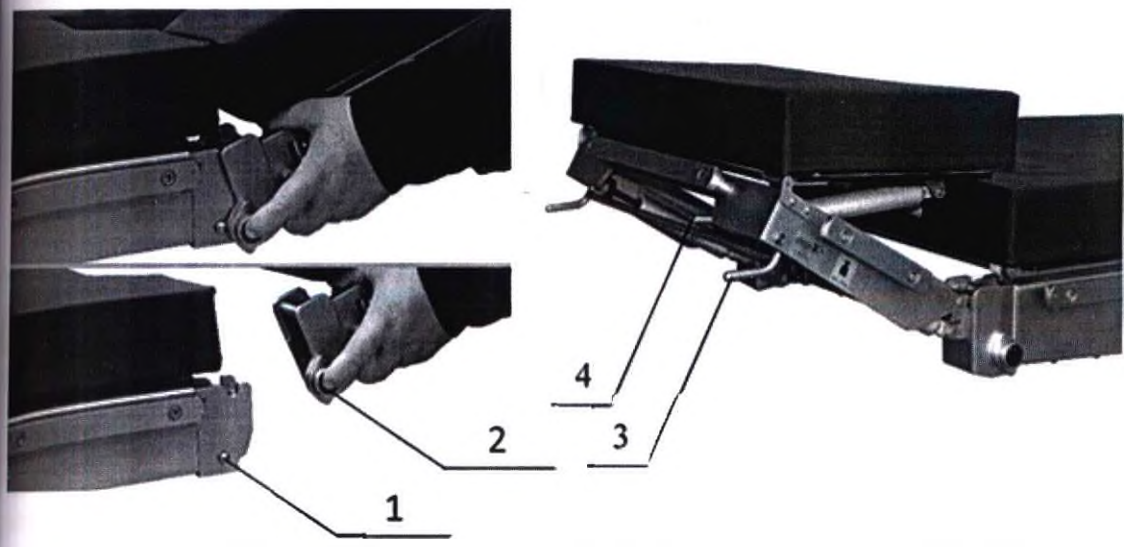

Рисунок 9. Головная секция на газовых пружинах.
- Наденьте зажимы на кронштейны спинной секции и убедитесь что фиксаторы 1 защелкнулись (Рисунок 9);
- Поднимите вверх рукоятку 3, расположенную под головной секцией (Рисунок 9). При этом произойдет разблокирование газовых пружин, и головная секция поднимется вверх. Установите необходимый наклон головной секции и отпустите рукоятку 3.
- Нажмите рукоятку 4, расположенную под головной секцией (Рисунок 9). Произойдет разблокирование газовой пружины, и подушка головной секции